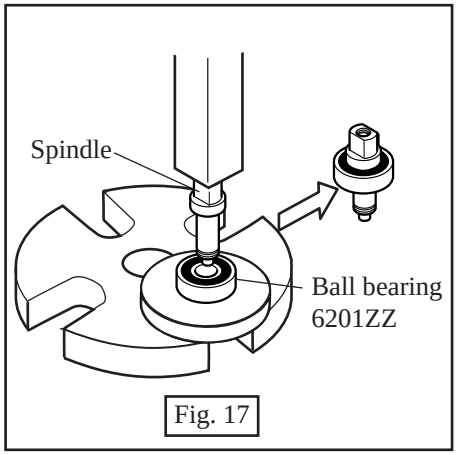

Fig. 17
(1) Mount spindle to ball bearing 6201ZZ by pressing with arbor press. See Fig. 17.